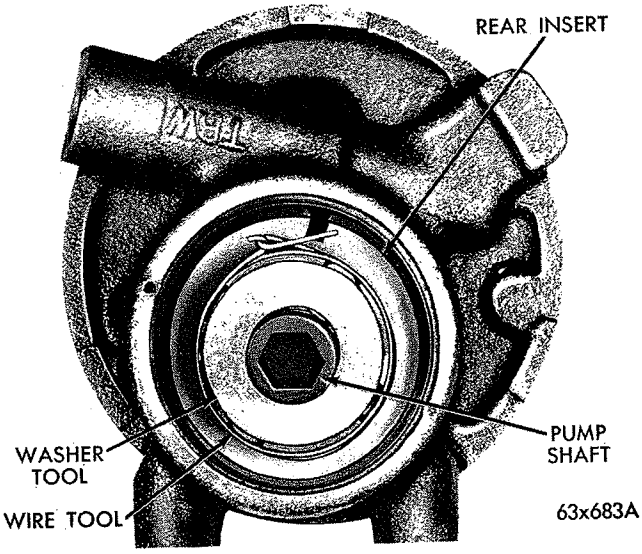

*Fig. 19—Installing Rotor, Shaft (1.2 Pump Shown)*
(12) Insert shaft and rotor assembly into pump cam insert so slippers are started in cam and shaft has entered pump body bearing housing (Fig. 19).
(13) Hold washer firm against rotor while removing wire and gently push rotor assembly down into cam-insert. The rotor will be flush with end of cam-insert